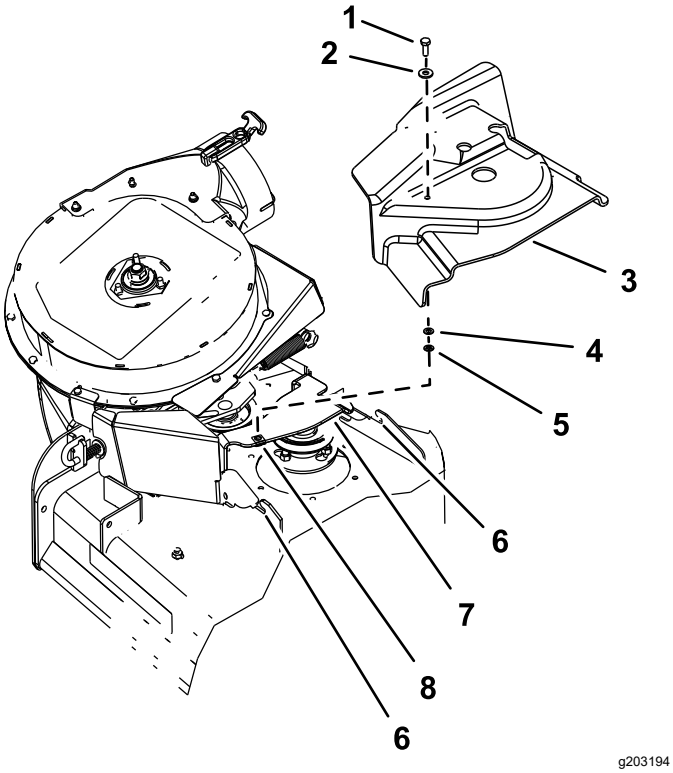

Figur 18
1. Monter skiven (5/16" x ¾") på sekskantbolten (¼" x ¾") som vist i Figur 18.
2. Isæt bolten og skiven gennem hullet i toppen af remskærmen fra OEM-blæser- og drevsættet (Figur 18).
3. Fra bunden af remskærmen skal skiven (¼" x ½") og holderen monteres på sekskantboltens gevind (Figur 18).
2. Ret remskærmen ind med hakkene i skjoldflangerne (Figur 18).
4. Fastgør remskærmen til skærmbeslaget med sekskantbolten (Figur 18).